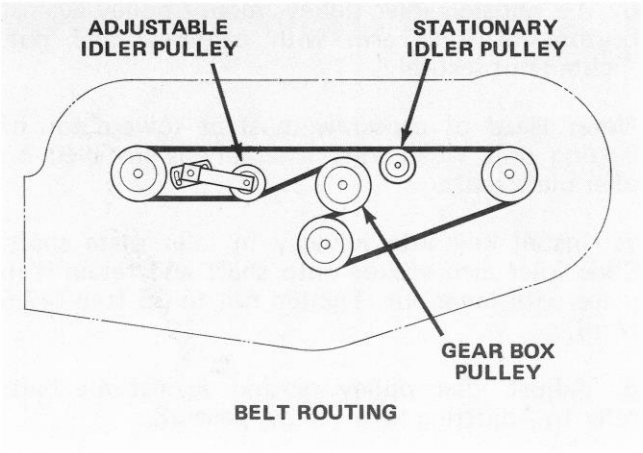

Figure 42
6. Install new belt around gear box pulley, spindle pulleys, stationary idler pulley and adjustable idler pulley (Fig. 42).